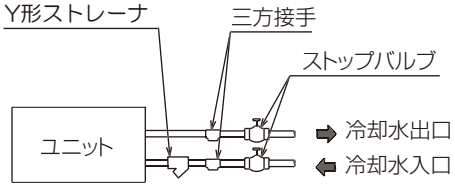

図 1
- ストップバルブと水側熱交換器洗浄のための三方接手を冷却水出入口配管に取付けてください。（図 1）
- 異物混入防止のため入口配管にストレーナー（40 メッシュ以上、現地手配）を取付けてください。（図 1）
- 空気のたまる危険があるところには空気抜き弁を設けてください。（図 1）